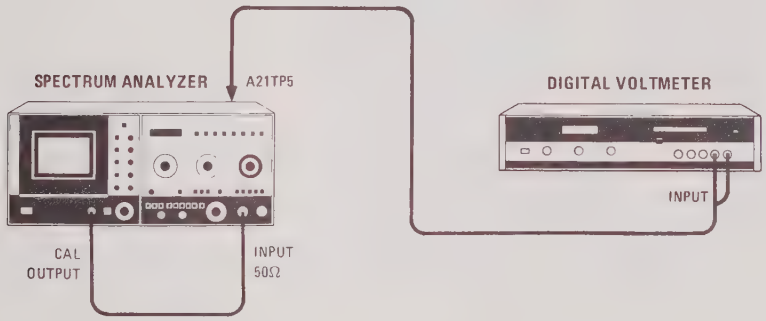

Figure 5-18. Video Offset Adjustment Test Setup
b. Reconnect power cord, set LINE switch ON, connect equipment as shown in Figure 5-18, and set 8565A controls as follows: